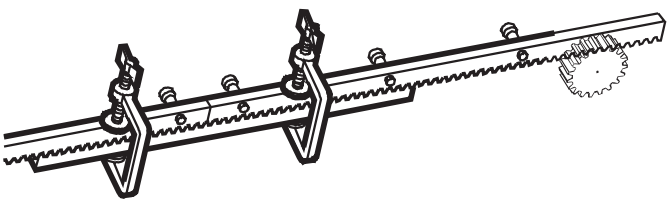

Рисунок 7
8. Используя свободную рейку, выровняйте зубья всех элементов секций (рисунок 7).